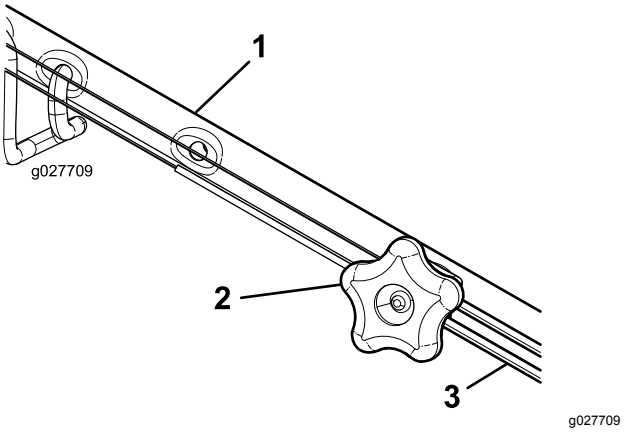

Figur 42
1. Vri justeringsknotten mot klokken for å løsne kabeljusteringen (Figur 42).
2. Juster strammingen på kabelen (Figur 42) ved å trekke den utover eller skyve den forover, og holde den stillingen.